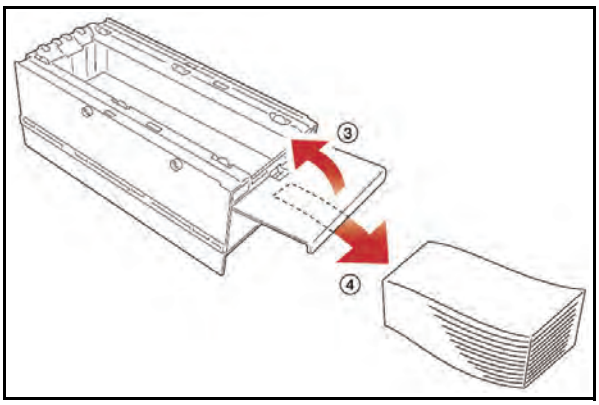

Figure 2-19 Cash Removal Process
3. Open the Cash Box cover and remove the bills (See Figure 2-19 ③ & ④).